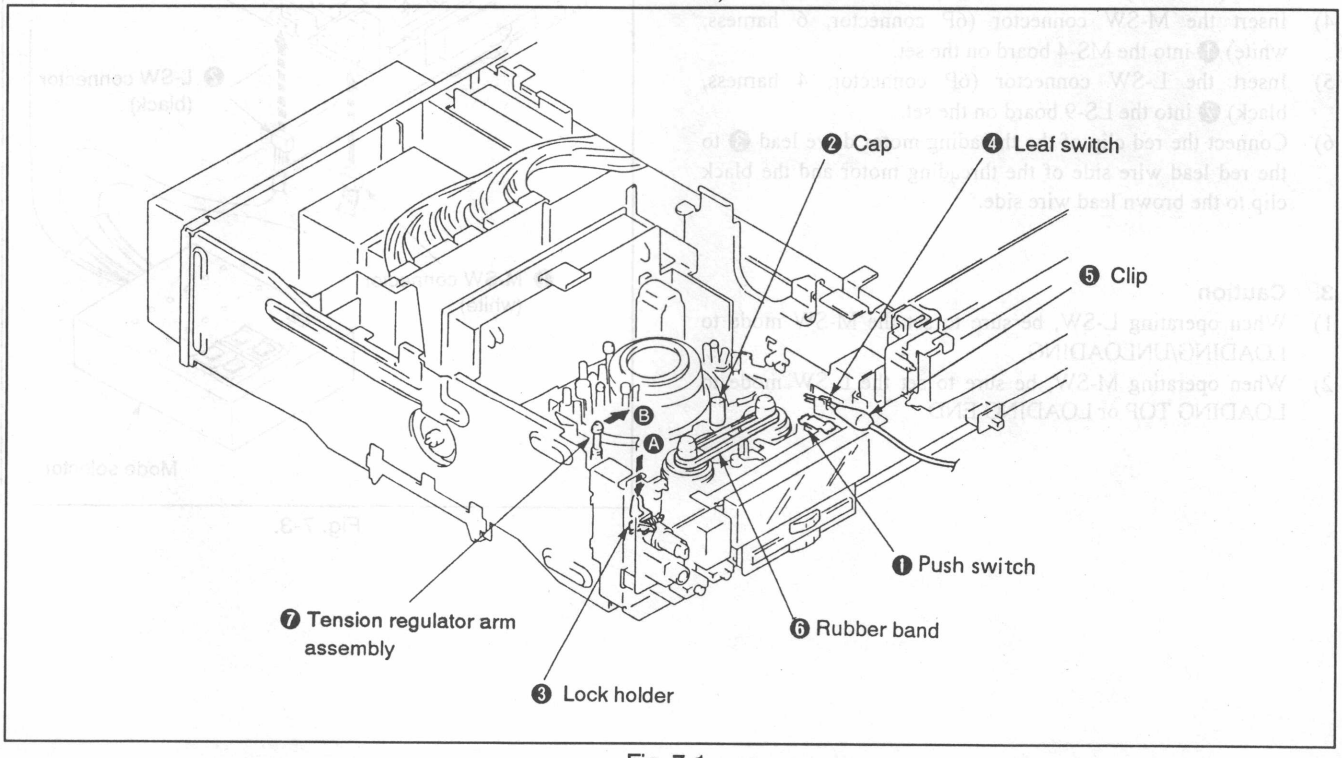

Fig. 7-1.
1. Threading Method (See Fig. 7-1.)
2. Putting into playback state (See Fig. 7-1.)
3. Putting into recording state (See Fig. 7-1.)